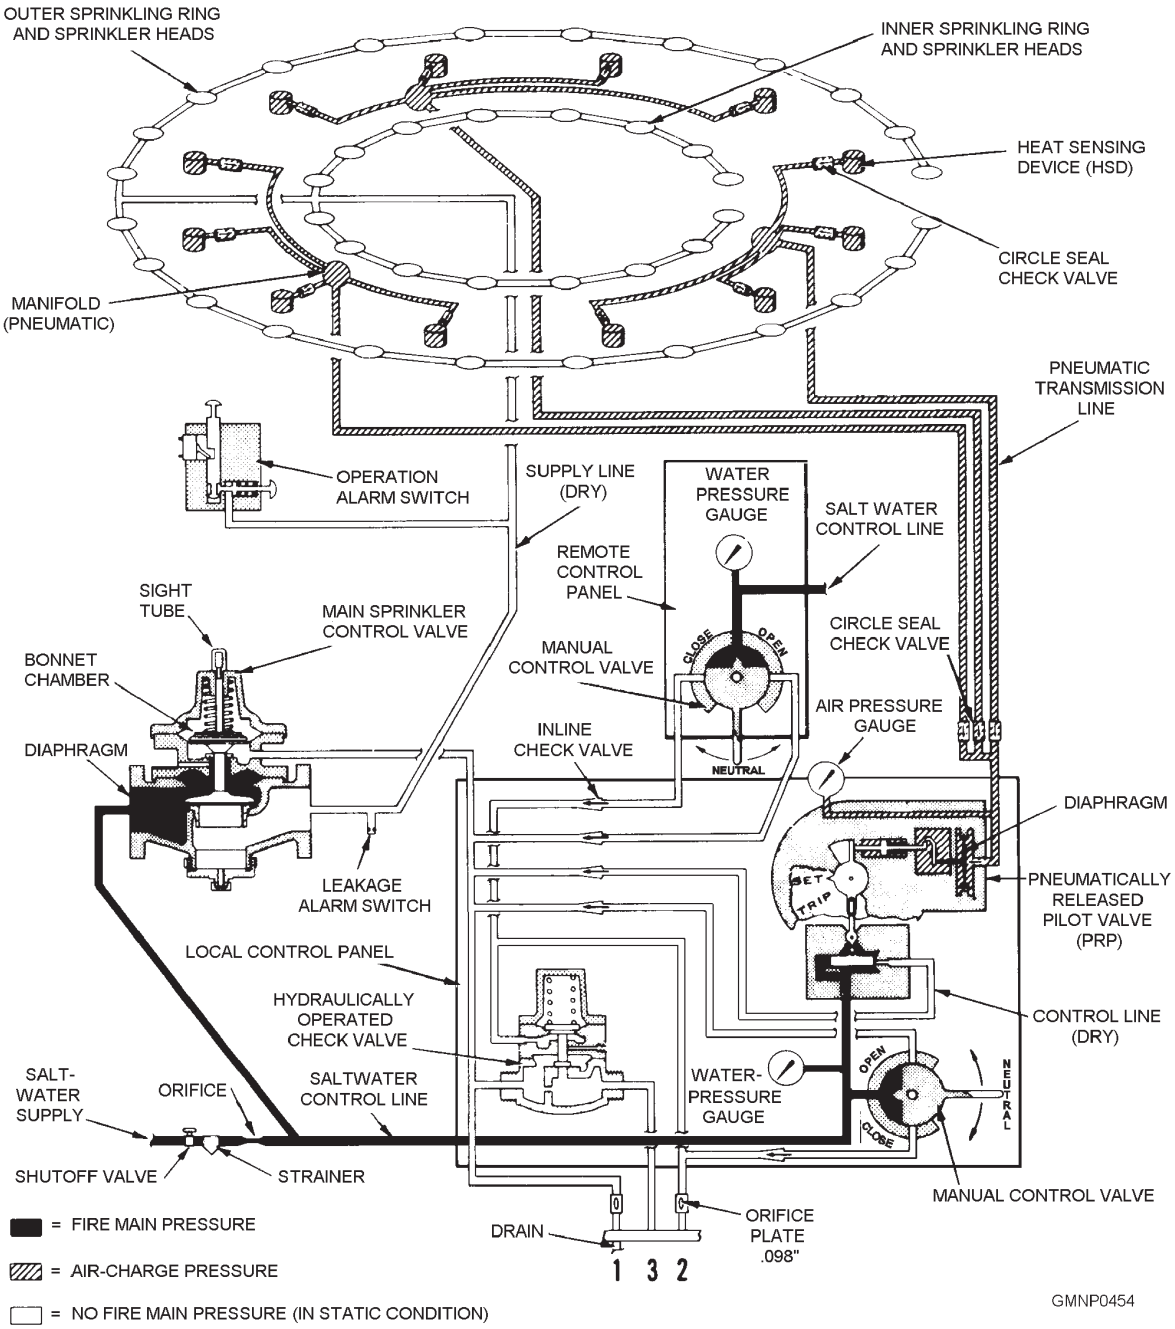

**Figure 8-28.—Dry-type sprinkler system schematic; in static condition.**
Figure 8-28 is a general schematic arrangement of the major sprinkler components. Take a moment to
The components of the hydraulic control system are located on the local and remote control panels. (See fig. 8-28.) Various manual shutoff valves and strainers are used in the system. They isolate certain components during maintenance procedures and filter marine growth in the saltwater supply. Most of the valves are manufactured by the Cla-Val Company and are known by their Cla-Val designation.
**INLINE CHECK VALVES**.—Four inline check valves, designated Cla-Val No. 81M, are located on the local control board. (See fig. 8-28.) They are spring-loaded check valves that open wide when salt water flows in the proper direction (with the arrow). They close tight when salt water flows against the arrow. By preventing backflow to other stations, these check valves permit the sprinkler system to be activated from more than one station.
**HYDRAULICALLY OPERATED CHECK VALVE**.—The hydraulically operated check valve is designated Cla-Val No. 81PM-1 (fig. 8-28). It is a normally closed, globe-type check valve that becomes functional only during the stop cycle of sprinkler operation.
**DRAINS AND ORIFICES**.—The hydraulic control system has three drain lines and two orifice restrictions (fig. 8-28). The drain lines are normally located so that they can discharge into a portable container (bucket). The lines should be numbered and tagged so that they can be quickly identified.
Two water-activated switches serve as the alarm portion of the system. Both units are located on the dry or downstream side of the main sprinkler control valve. (See fig. 8-28.)
The operation alarm or flow alarm switch is installed farther downstream from the main valve. (See fig. 8-28.) When the system is activated, fire main pressure actuates this switch to set off other FH alarms in DC central.
Refer to figure 8-28 as we describe a remote START and a remote STOP sprinkler operation. At the remote control station, the lead-wire seal is broken and the locking key removed. The handle and lever of the valve are squeezed together and turned to the START position. (When the locking pin engages its recess hole, you can let go of the handle.) Fire main control pressure flows through one of the inline check valves on the local board. (Trace the water flow on the figure.)
sequences are listed below. Refer to figure 8-28 as you run the cycles.